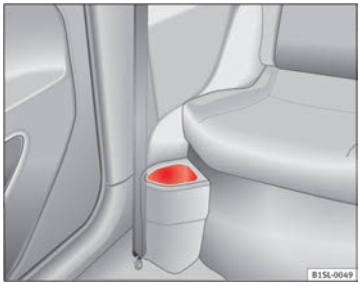

Fig. 78 In front of the rear seats: storage compartment
- In front of the rear seats ⇒ Fig. 78.